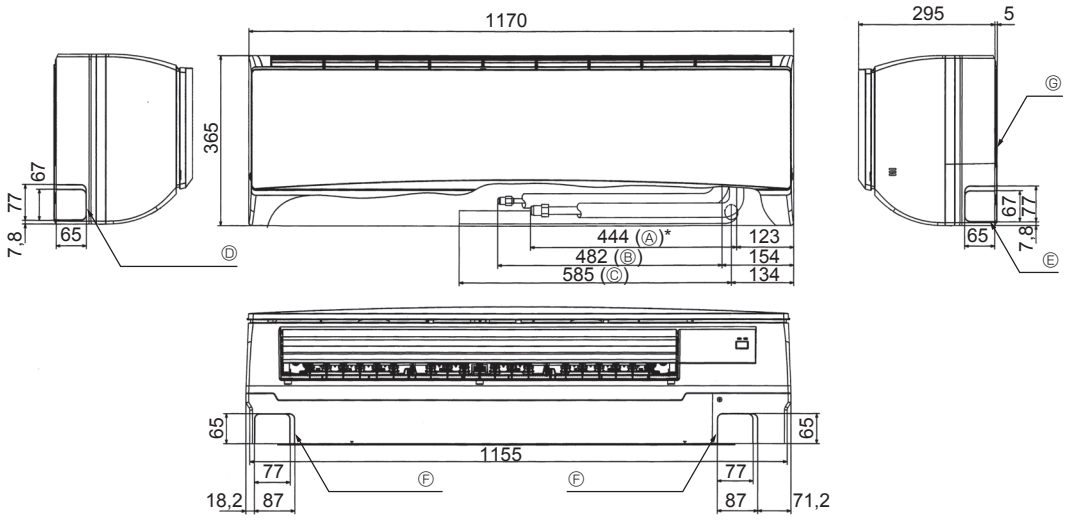

Rys. 4-3
4.4. Rozmieszczenie przewodów rurowych czynnika chłodniczego i odpływu (Rys. 4-3)